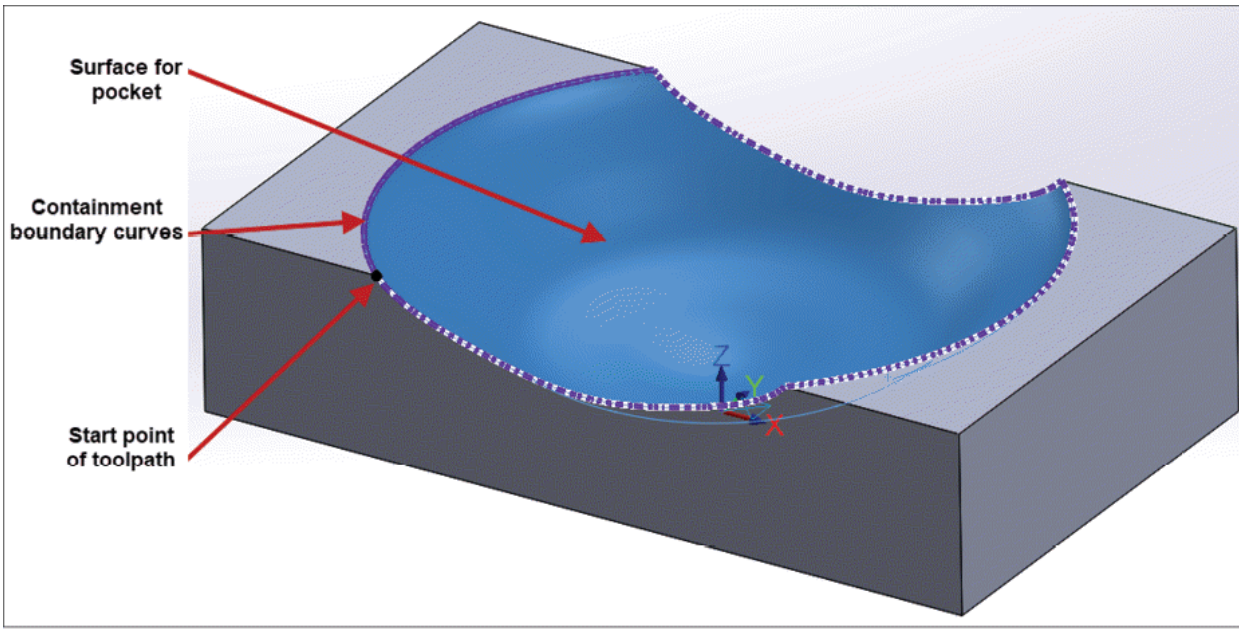

Figure-10. Selection for pocket surface rough toolpath
- Click on the **Select** button from the **Containment** area of the dialog box and select the curves creating boundary of pocket. Similarly, click on the **Select** button from the **Entry point** area of the dialog box and select desired point on body to be used as start point of toolpath; refer to Figure-10.